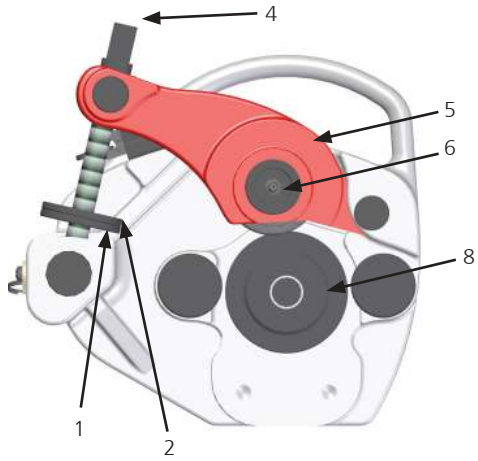

Figura 2
- Su un piano di lavoro o a terra, ruotare il controdado (vedi figura 2, n. 2) e il dado di regolazione (vedi figura 2, n. 1) in senso antiorario.
- Ruotare la vite guidata (vedi figura 2, n. 4) in senso antiorario per "sollevare" il rullo superiore dalla vite del tornio (vedi figura 2, n. 5).